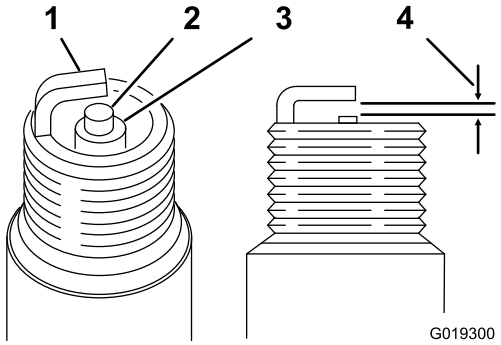

Figuur 27
4. Controleer de bougie op slijtage of schade (Figuur 27).
5. Controleer de elektrodeafstand met een voelermaat (Figuur 27).